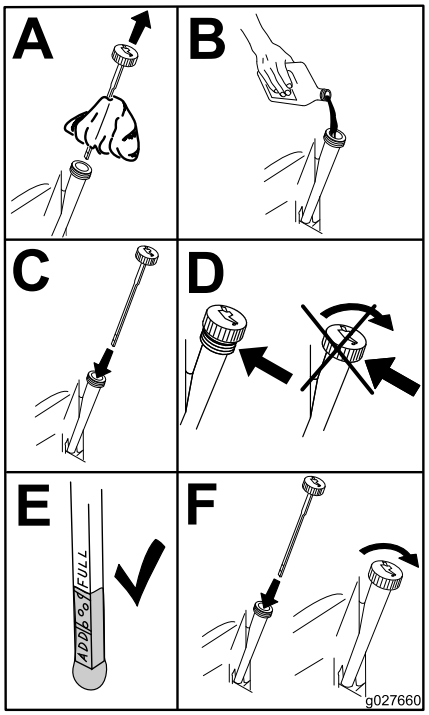

Figuur 55
5. Giet langzaam ongeveer 80% van de gespecificeerde olie in de vulbuis en voeg langzaam de rest van de olie toe tot het peil de markering **Vol** bereikt (Figuur 55).